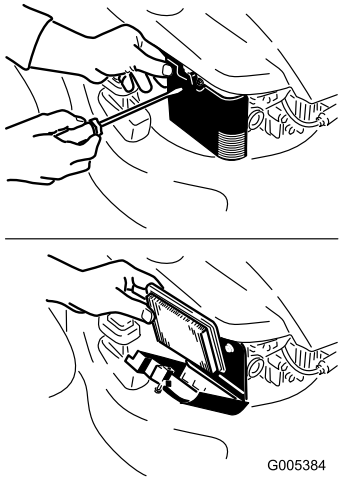

Figure 28
2. Open the air filter cover and remove the old air filter (Figure 28).